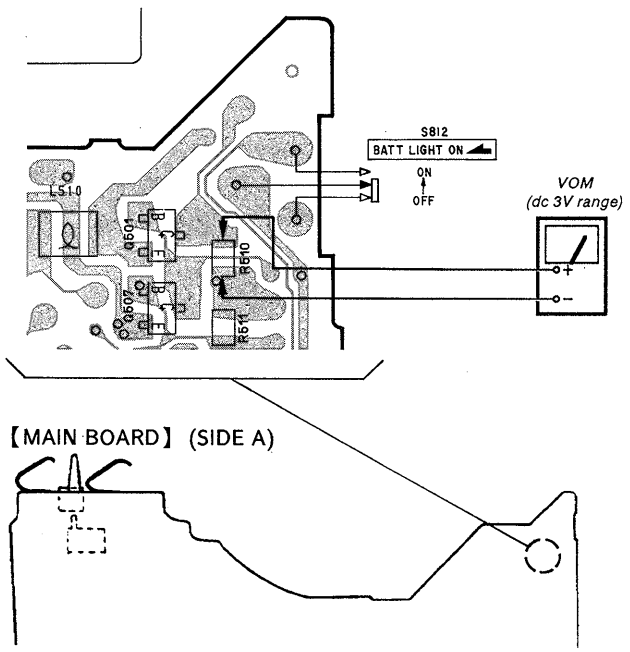

Fig. 2 VOM connecting
3. Connect a VOM as shown in fig. 2.